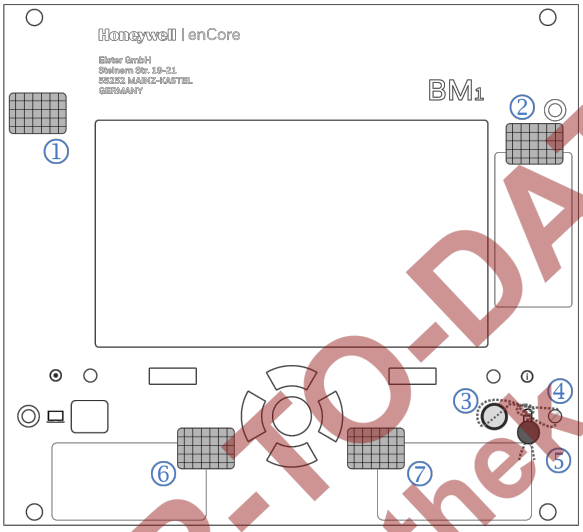
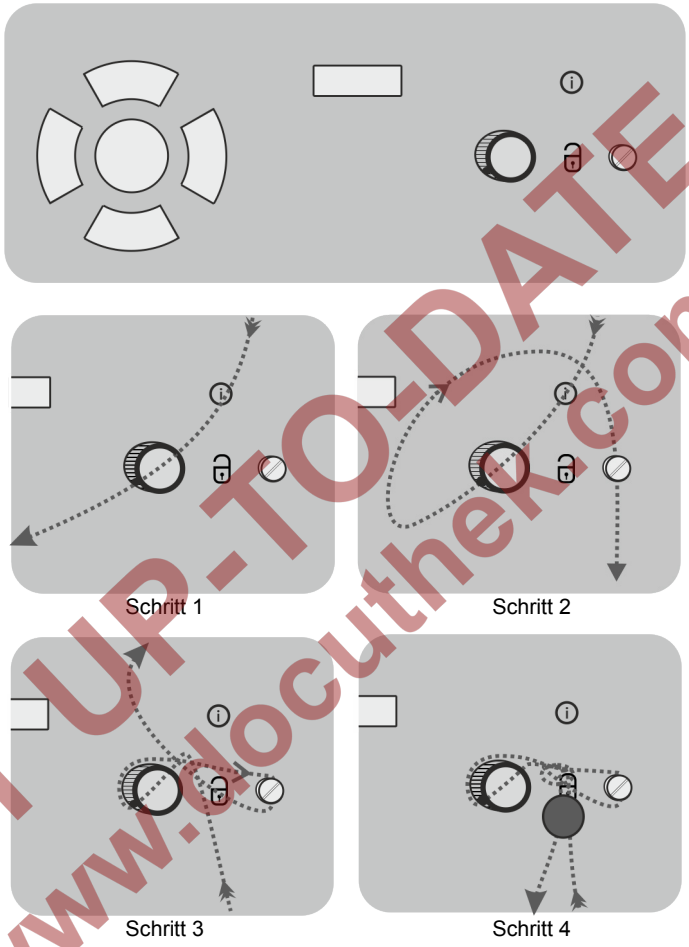

Abb. 5: Versiegelung BM1 Front (1/3 Baubreite)
Abb. 6: Plombierung des Eichschalters in 4 Schritten
① Sicherungsmarke, sichert eine Gehäuseschraube
② Sicherungsmarke, sichert das Typenschild für das Belastungsregistriergerät
③ Eichschalter (plombierbar)
④ Plombierschraube
⑤ Plombierdraht mit Plombe (detaillierte Beschreibung der Verplombung siehe Abb. 6)
⑥ Typenschild Brennwertmengenumwerter (Teil 1), gesichert mit Sicherungsmarke
⑦ Typenschild Brennwertmengenumwerter (Teil 2), gesichert mit Sicherungsmarke
Der Eichschalter ③ wird geschlossen, indem man ihn im Uhrzeigersinn bis zum Anschlag dreht. Die Sicherung des Eichschalters mit Plombierdraht und Plombe erfolgt gemäß Abb. 6. Dabei muss darauf geachtet werden, dass der Plombendraht straff gezogen und die Plombe möglichst dicht am Knoten gesetzt wird, damit kein Spielraum zur Drehung des Eichschalters möglich ist.
Die Versiegelung der Frontseite eines Gerätes in 1/2 Baubreite ist entsprechend (vgl. Abb. 5: Plombendraht und Plombe für das Sichern des Eichschalters gemäß ③, ④, ⑤ (Anleitung siehe Abb. 6), Sicherungsmarke für das Sichern der linken oberen Gehäuseschraube gemäß ① sowie Sicherungsmarken für das Sichern der Typenschilder gemäß ②, ⑥, ⑦).